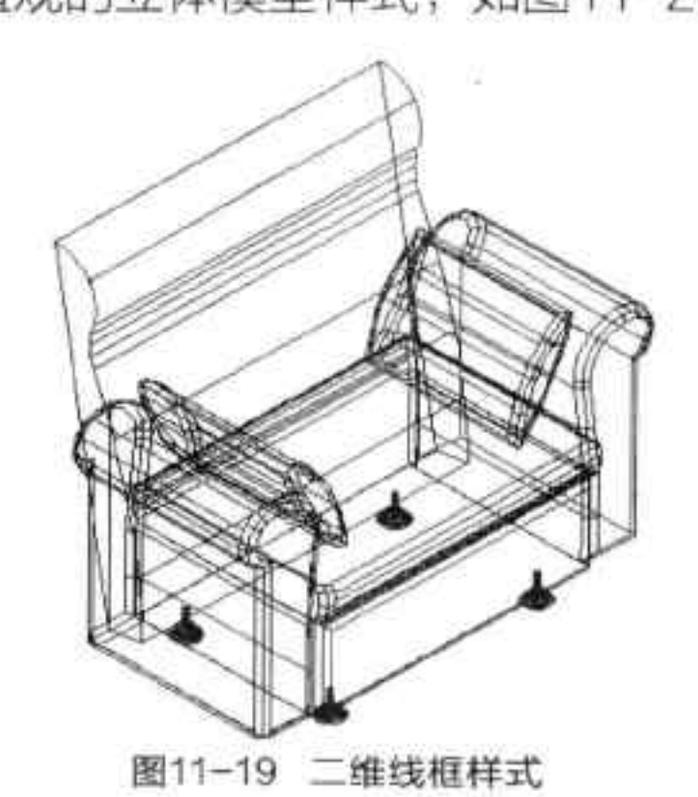

图11-19 二维线框样式
- 二维线框样式：二维线框样式是以单纯的线框模式来表现当前模型效果，该样式是三维视图的默认显示样式，如图11-19所示。